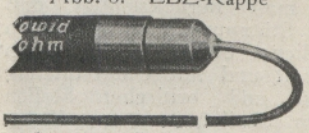

Abb. 10. ND-Kappe
5. N D-Kappen: Kappen mit 1,5 mm starken Lötdrähten; stärkere Drähte für starke Beanspruchungen (Abb. 10).